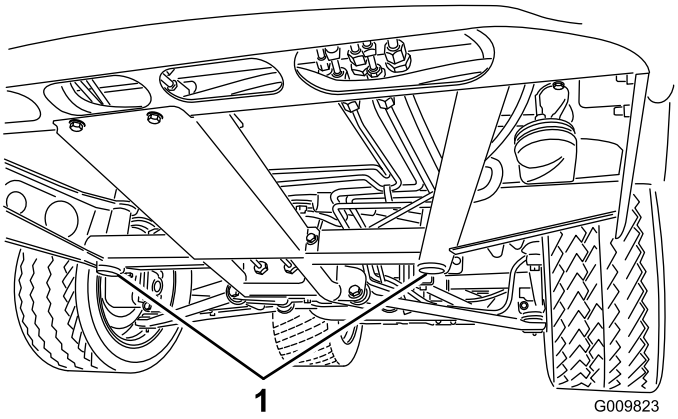
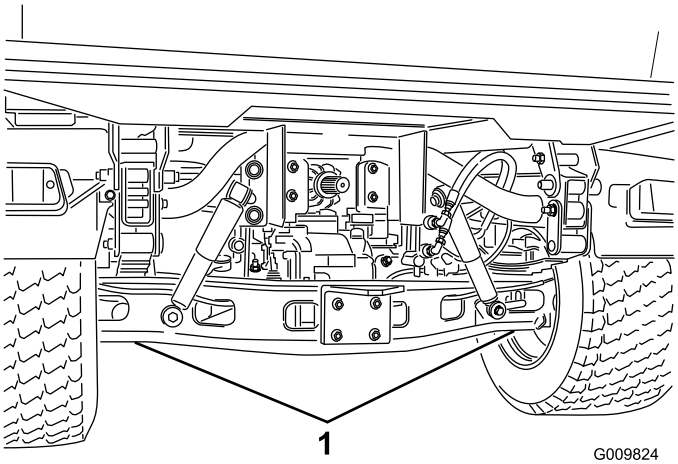

Figur 35
Figur 36
- Domkraftspunkten framtill på maskinen sitter under den främre centrumramen (Figur 35) och baktill sitter den under axeln (Figur 36).